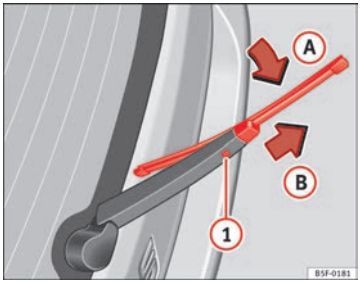

Fig. 160 Changing the rear wiper blade
- Turn the blade slightly ⇒ Fig. 160 (arrow Ⓐ).
- Hold down the release button ① while gently pulling the blade in the direction of the arrow Ⓑ.
- Insert a new blade of the **same length and type** in the rear wiper arm in the opposite direction to the arrow Ⓑ and hook into place button ①.